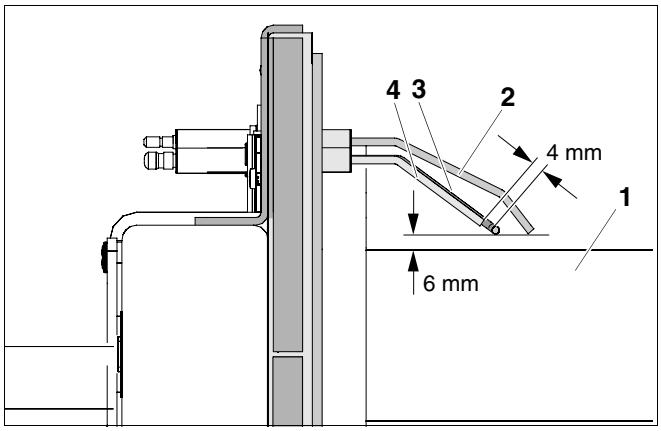

Fig. 56 Verifica della posizione degli elettrodi (Misure in mm)
- Misurare la distanza tra gli elettrodi come indicato in ➔ fig. 56 ed ev. correggerla.
- Aggiunstare il portaelettrodi in modo che la posizione degli elettrodi corrisponda a ➔ fig. 56.